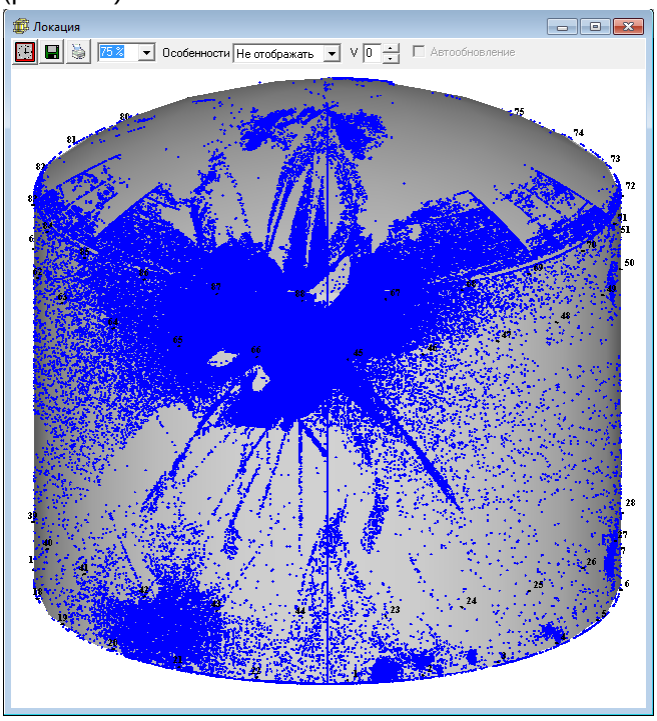

Рис. 119 «Локация».
4. После завершения построения графика локации, откроется окно **«Локация**» (рис. 119).